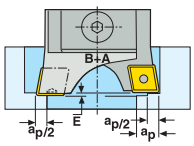

Fig. 3 Staggered boring
The required (E) axial leading offset on the minor diameter is obtained by substitution of one Type A insert holder by an extended Type B (with a distinguishing mark on the front end) of identical lead angle (Fig. 3).